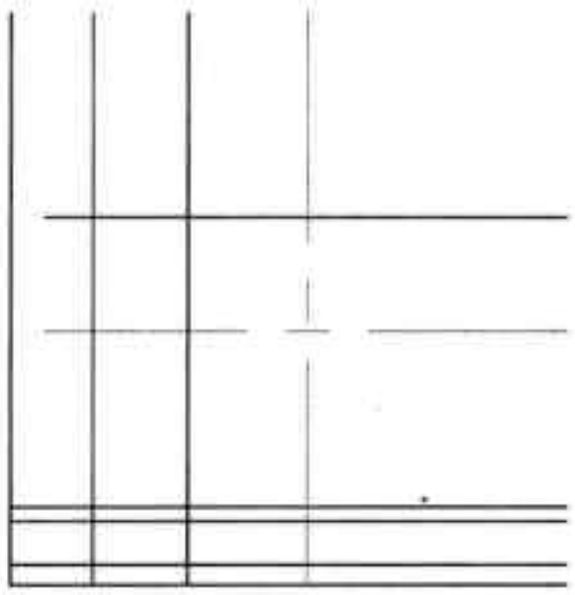

图21-60 偏移线段
Step 19 执行“偏移”命令，以偏移后的垂线为起始边，向右依次偏移 12.5 和 15，如图 21-60 所示。